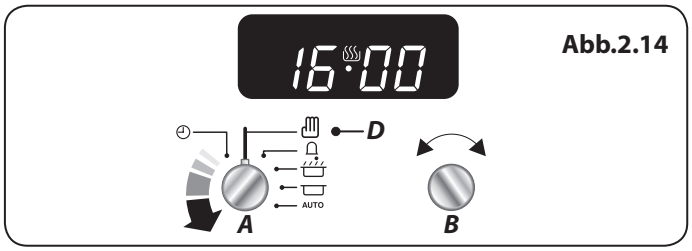

Abb.2.14
Pour annuler tous les réglages automatiques, tournez le bouton de la minuterie (A) pour sélectionner le réglage de Stellung Manuell (D) **(Abb.2.14)**.